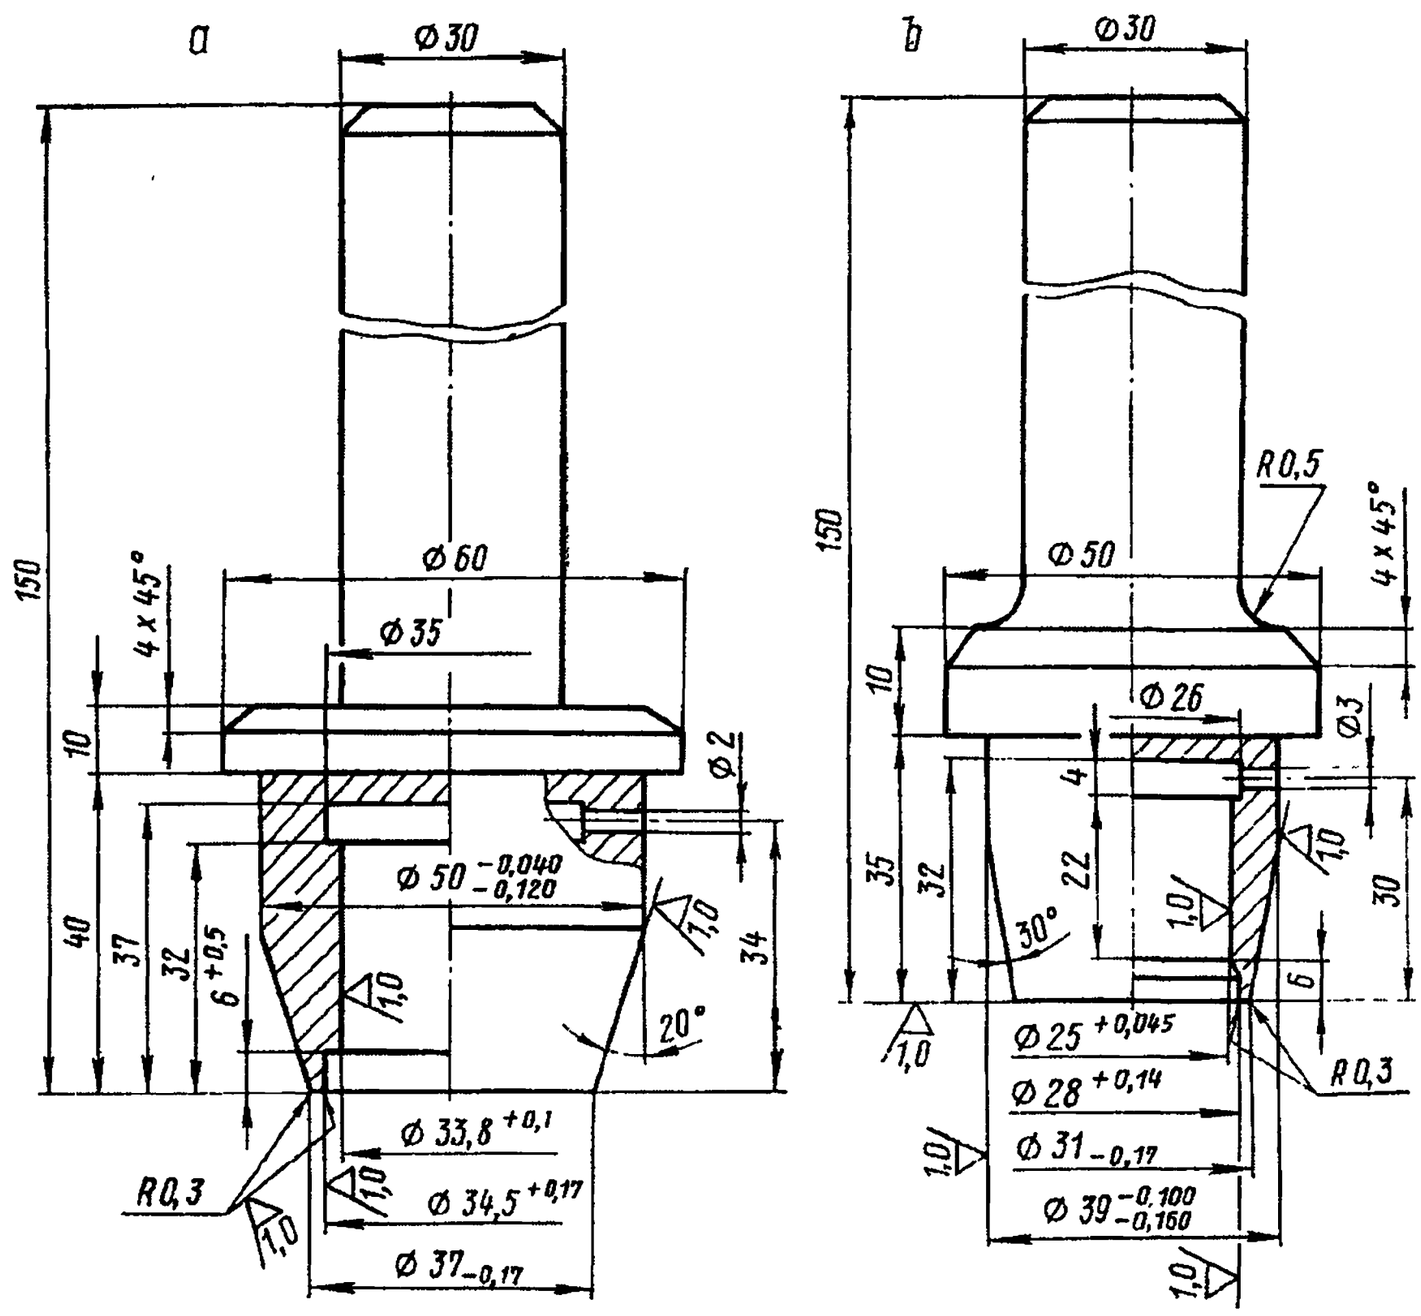

Рис. 199. Оправки для напрессовки торцовых уплотнений на крестовины карданных валов приводов:
13. Установите крестовину *12* в вилку вала *10*. Напрессуйте торцовые сальники оправкой (рис. 199)	Оправка